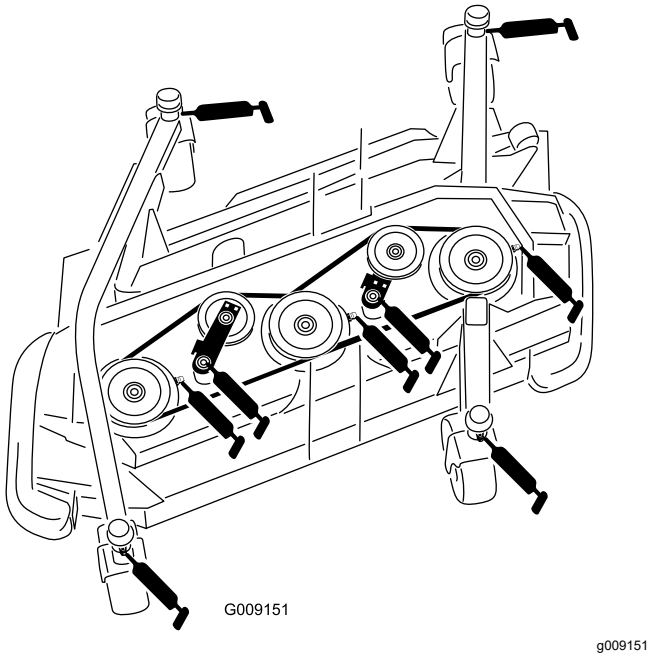

Figuur 85
- 4 lagerbus van de as van de zwenkwielvork (Figuur 85)
- 3 lagers van de spilassen (op de spilbehuizing); zie Figuur 85
- 2 lagerbussen van het draaipunt van de spanarm (op de as van het draaipunt); zie Figuur 85